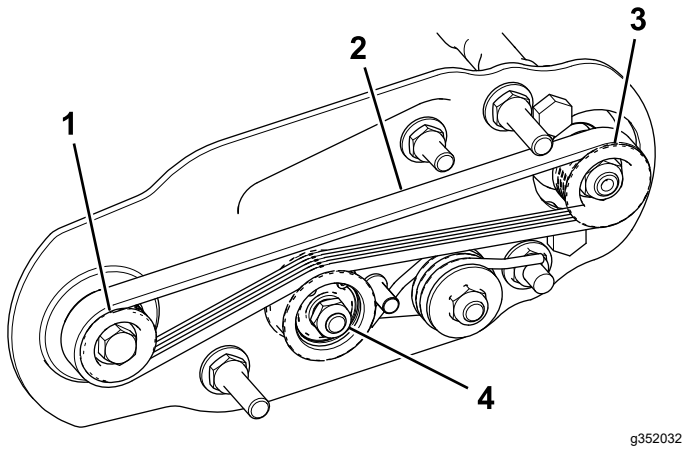

Figur 26
A. Dra remmen runt **driv**skivan och sedan över mellanremskivan (Figur 26).
B. Starta remmen på den **drivna skivan** (Figur 26).